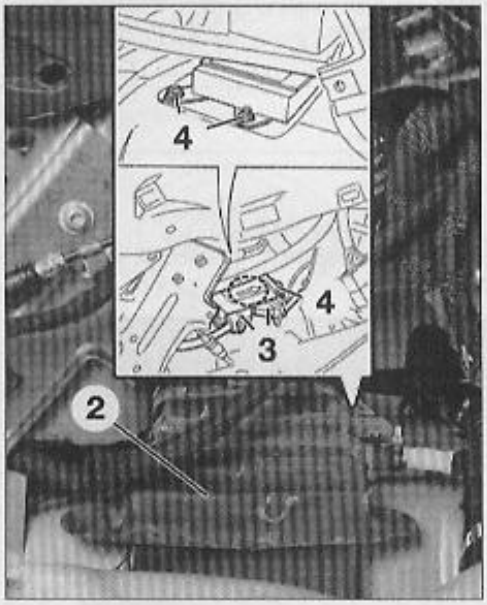

FIG. 24
- du côté droit, le conduit d'aération (2) (Fig.24).